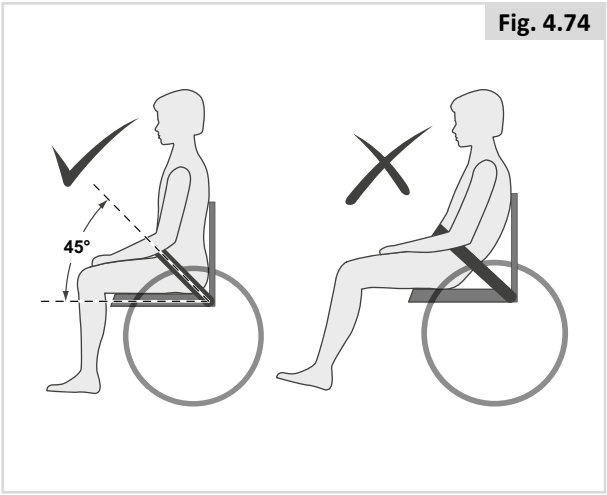

Fig. 4.74
- En général, la ceinture de bassin doit être fixée de façon à ce que les sangles soient à un angle d'environ 45° (Fig. 4.74), et quand elle est correctement réglée, elle ne permet pas à l'utilisateur de glisser dans le siège.